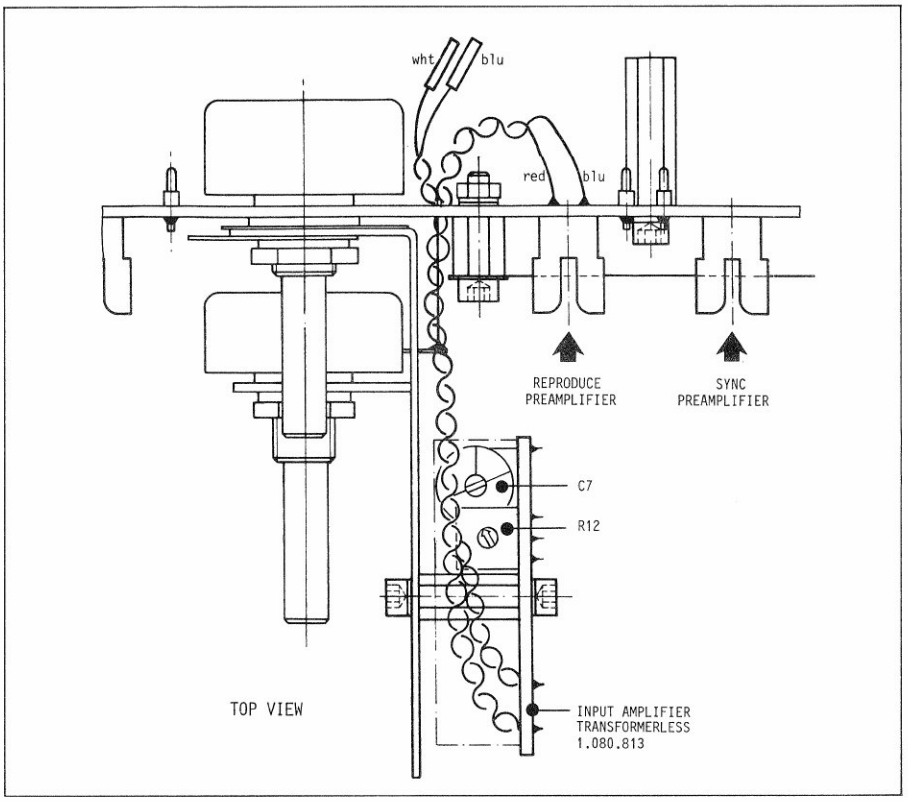

Fig. 4
- INPUT AMPLIFIER TRANSFORMERLESS an den zwei Sechskantbolzen anschrauben (Lötseite in Richtung des SYNC-/REPRODUCE-Vorverstärkers, 2 Schrauben M3 mit Sicherungsscheiben, Innensechskantschlüssel 2,5 mm), siehe Fig. 4.
- Screw INPUT AMPLIFIER TRANSFORMERLESS to the two hexagon pins (soldering side in the direction of the SYNC/REPRODUCE preamplifiers, 2 screws M3 with locking washers, allen key 2.5 mm), see Fig. 4.